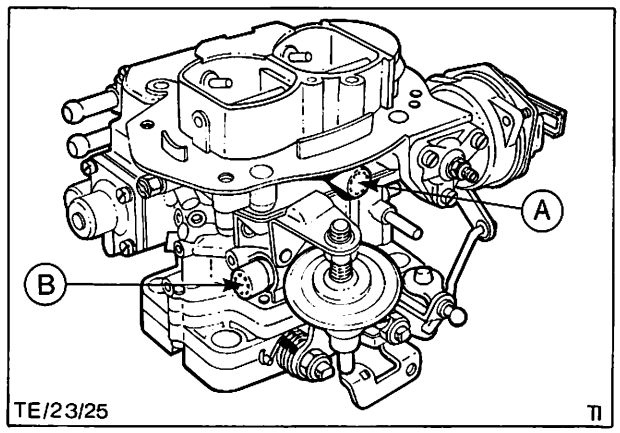

Abb. 101A Lage der Umgemisch-Einstellschrauben (Vergaser nach Juni 1979)
4. Sofern zutreffend, Abdeckkappe von der Leerlauf-Umgemisch-Einstellschraube „B" in Abb. 101A bzw. 101B entfernen. Dazu Abdeckkappe mit einer Zange zerdrücken und abhebeln.